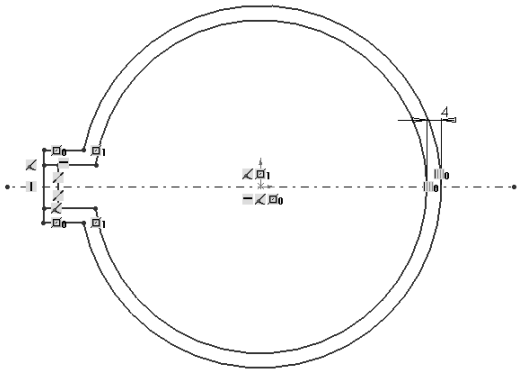

Figure 3-62 *Sketch after extending the lines*
f. Complete the final editing of the sketch using the **Extend Entities** and **Trim Entities** tools, refer to Figures 3-62 and 3-63.
4. Similarly, extend the upper horizontal line of the inner sketch. The sketch after extending the lines is shown in Figure 3-62.